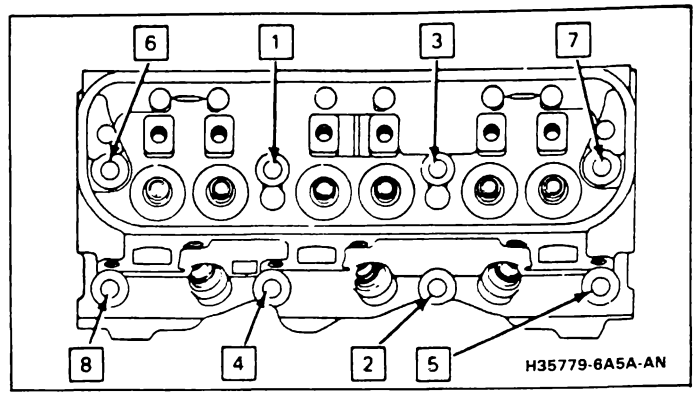

Figure 12 — Cylinder Head Bolt Tightening Sequence
- Bolts to 47 N·m (35 lb. ft.) in the sequence as shown in Figure 12.